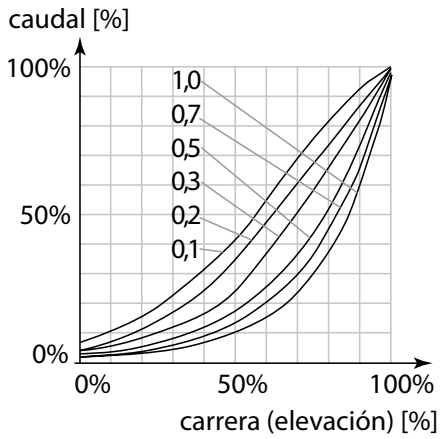

Fig. 2
1. Característica de la válvula de control isoporcentual (Fig. 2)